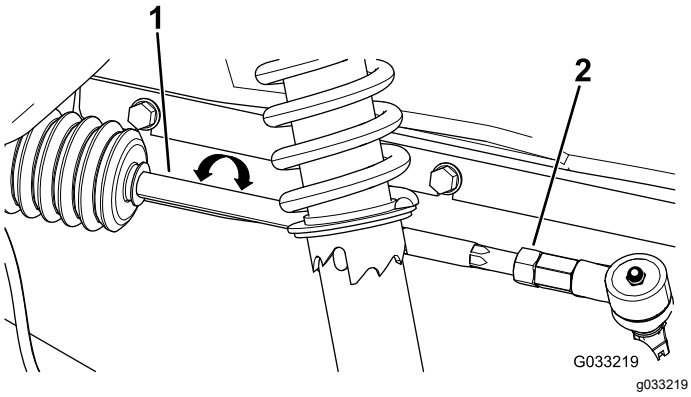

Figur 47
2. Hvis målingen ikke falder inden for 0 til 6 mm, skal kontramøtrikkerne løsnes i den ydre ende af forbindelsesstængerne (Figur 47).